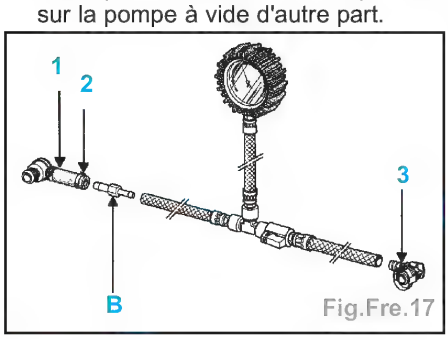

Fig.Fre.17
- assembler les tuyaux avec le «**T**» de raccordement, le manomètre à dépression et l'ensemble (1) (utiliser le raccord **B** de la valise **Mot. 1311-01** ainsi qu'un collier à vis tangente (2)) (Fig.Fre.17),
- monter sur l'autre tuyau un raccord encliquetable (3) commandé au **MPR** (**77 00 105 874**),